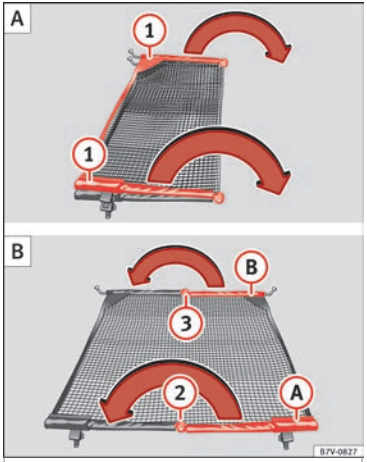

Fig. 167 Unfold the net partition (1) then fold it again (2) and (3)
Fold out the cross support rods ››› Fig. 167 (1) for the net partition fully in the direction of the arrow until you hear a “click”.
- Press on the release button ››› Fig. 167 ② and bend the rod Ⓐ in the direction of the arrow with the release button pressed.
- Press on the release button ››› Fig. 167 ③ and bend the rod Ⓑ in the direction of the arrow with the release button pressed.